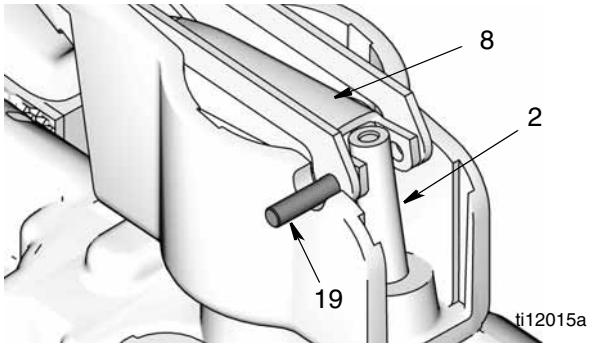

FIG. 44
4. Retournez le compteur et placez-le dans un étau. Alignez les trous de la gâchette avec les trous de la tige de déclenchement (2). Utilisez la vieille tige de déclenchement ou une tige ou une goupille non-métallique pour pousser la tige de déclenchement vers le haut et hors du boîtier de compteur (FIG. 44) assez loin pour voir le trou où devra se glisser la broche (19) ; toutefois, ***n'installez pas la broche à cette étape.***
5. Installation de la gâchette (8) (FIG. 44). Pousser la broche (19) à travers les trous de la gâchette et de la tige de déclenchement.